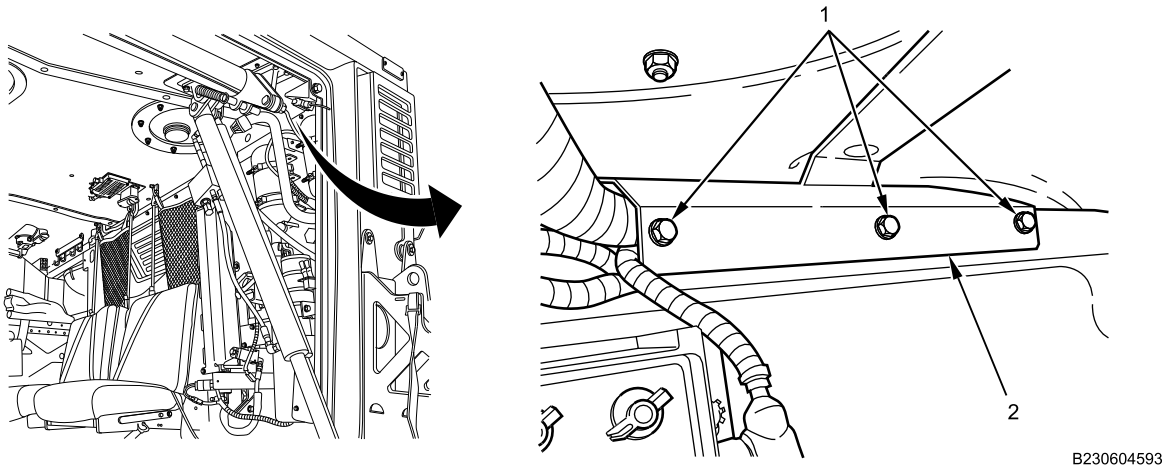

Figure 8. Right Rear Cabin Molding.
2. Install three bolts and washers (Figure 8, Item 1) on rear cabin molding (Figure 8, Item 2). Tighten bolts securely.